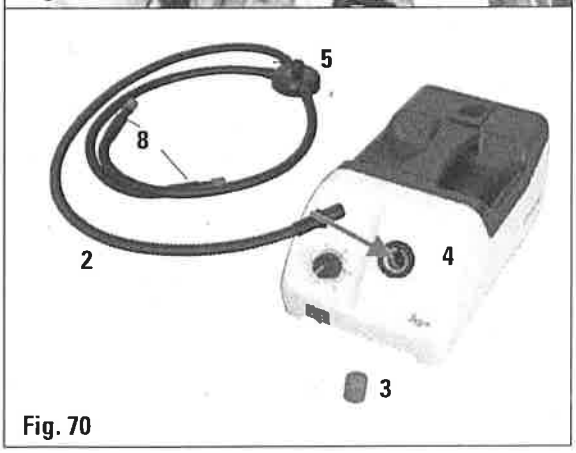
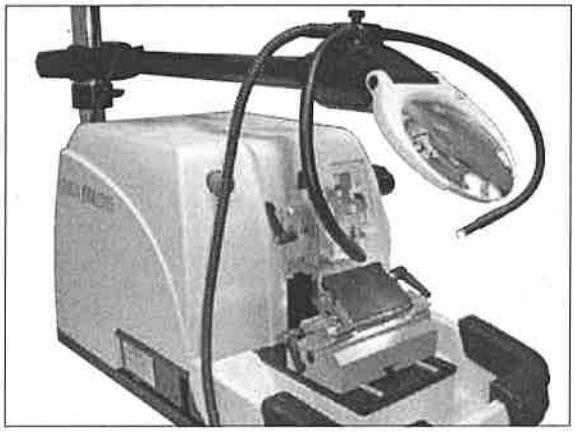

Fig. 70
Fig 71, Leica rotary microtome with installed optional accessories: Magnifier and fiber-optic light guide
- The instrument illustrations in Fig. 70 and Fig. 71 are an example only.